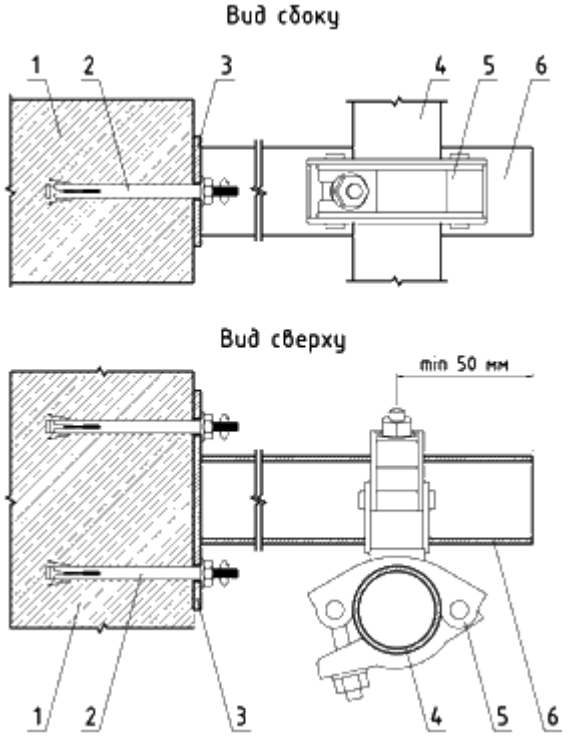

Рисунок 5. Крепление стоек конструкции упорами стеновыми к элементу сооружения:
3.5.8 При необходимости с помощью упоров стеновых произвести крепление конструкции к несущим элементам здания (см. Рисунок 5). Шаг крепления по длине не более 3 м, по высоте не более 4 м. Крепить не менее 2-х вертикалей конструкции;